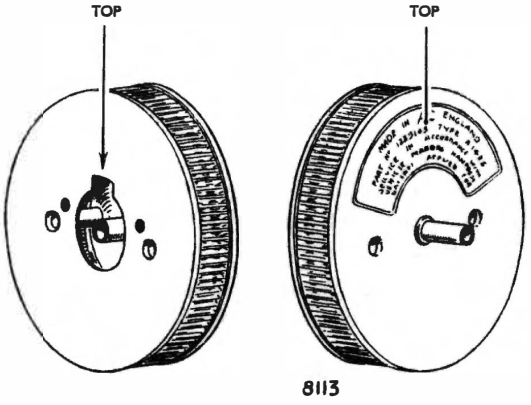

Fig. 3. *Air cleaner—disposable type*
AIR CLEANERS USED WITH STROMBERG CD CARBURETTORS — See Fig. 3
2. When fitting the new air cleaners or gaskets, the cut-away MUST be fitted uppermost as shown in Fig. 3. Incorrect fitting will cut off the air feed to the underside of the carburettor air valve diaphragm and thus prevent the carburettor from operating correctly.